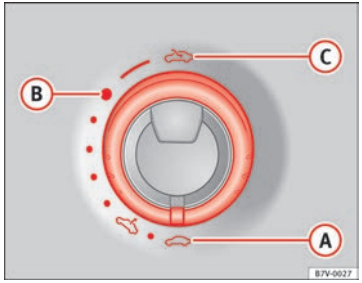

Fig. 59 On the interior roof lining: use the rotary button for opening and closing
⇒ Fig. 59
- The ⇒ Fig. 59 (1) switch should be in the “closed” position (A).